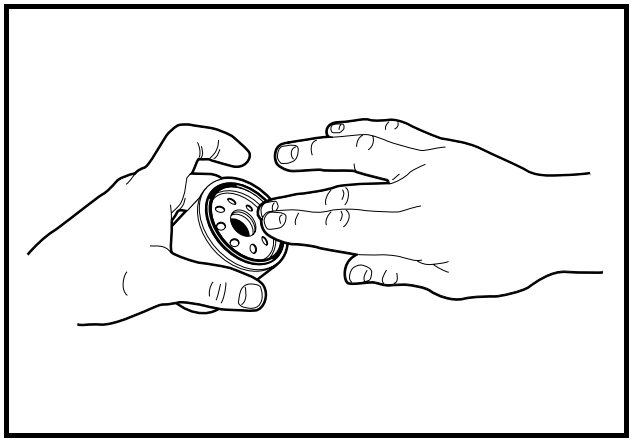

Figure 21 Coat Rubber Seal
13. To help seal the oil filter to the oil filter mounting bracket, apply a light coat of white lithium NLGI Number 2 grease (Dow Corning® BR2-Plus or equivalent) or new engine oil to the rubber seal around the outside surface of the filter before attaching it to the oil filter port **(Figure 21)**. Install a new oil filter (CCI P/N 1016467) onto the engine oil filter port. **See following NOTE.**